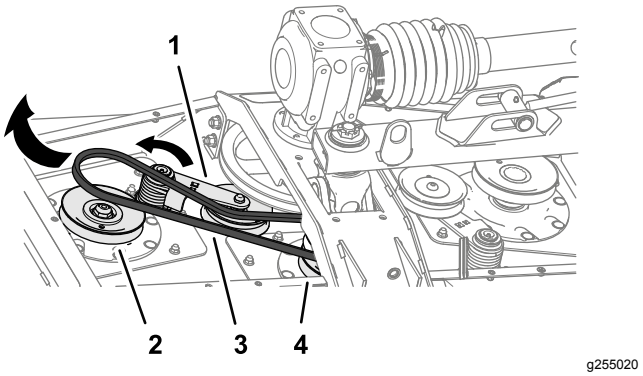

Rysunek 66
3. Przy pomocy pokrętła do klucza nasadowego lub podobnego narzędzia obróć napinacz krótkiego paska w lewo i zsuń pasek z koła napinającego (Rysunek 66).